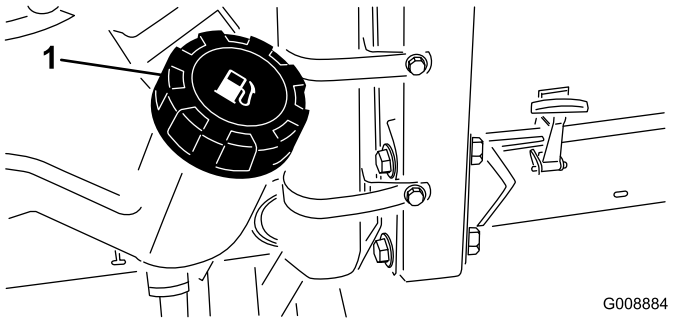

Figur 37
1. Rengjør området rundt der filteret skal festes (Figur 37).